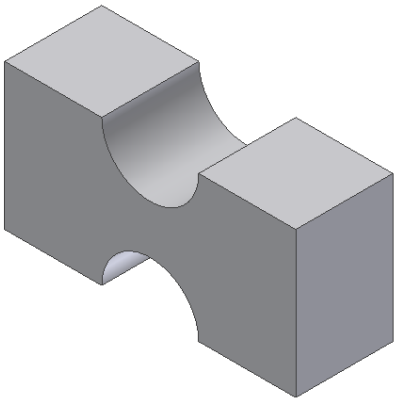
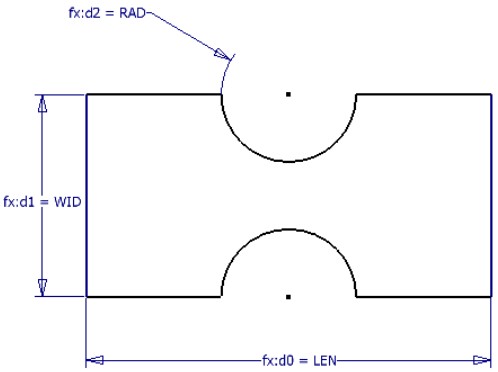

***Figure 18-27*** *Model for Tutorial 1*
***Figure 18-28*** *Sketch for the model*
In this tutorial, you will create new parameters and then use them for sketching and extruding the model shown in Figure 18-27. The dimensioned sketch is shown in Figure 18-28. The sketch should be extruded upto a distance of EXT. The dimensions in the sketch should be displayed as equations, as shown in Figure 18-28. **(Expected time: 30 min)**
*If you do not dimension the sketch in the same sequence as mentioned above, the names of the model parameters with which the user parameters are equated will be different from those shown in Figure 18-28.*